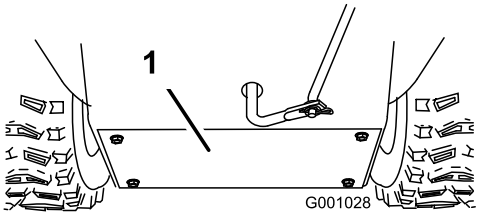

Figur 54
3. Fjern bagdækslet (Figur 54).